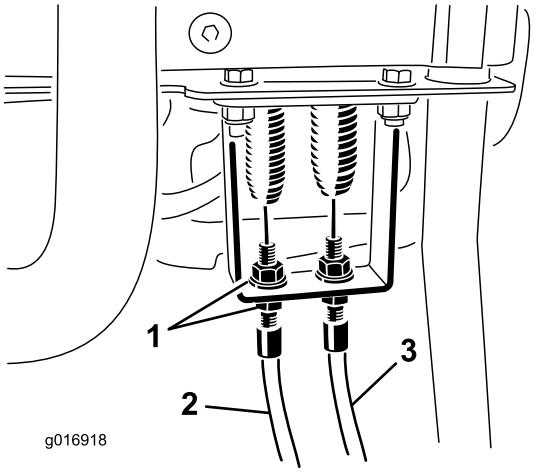
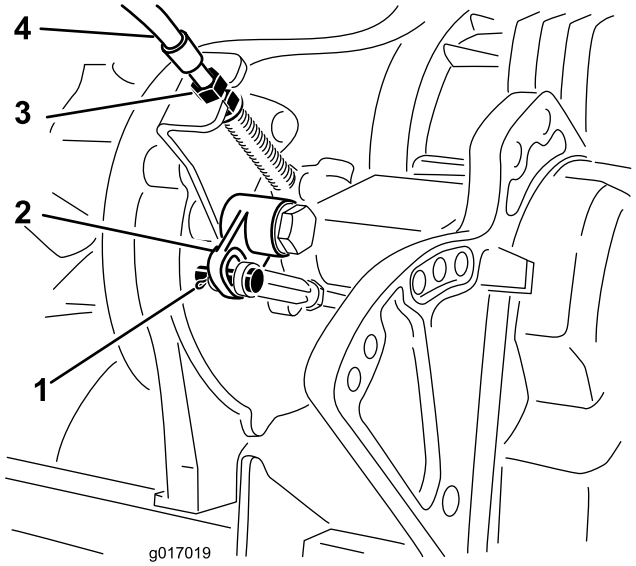

Figur 45
Figur 46
2. Kontroller for å se om det er slakk i trekkontrollkabelen ved strekkfjæren (Figur 45). Hvis det er slakk, kan du justere låsemutrene ved skilleveggen (Figur 46) til å fjerne slakken fra kabelen uten å forlenge fjæren.
4. Fjern hårnålssplintpinnen og splittpinnen som fester vinkelarmens stangsjakkel til vinkelarmspaken. Koble vuggetappen fra vinkelarmspaken (Figur 46).
7. Ved girskilleveggen (Figur 46) kan du justere kabelens låsemutter for å redusere avstanden til vinkelarmen for å understøtte den forrige endringen.
8. Ved å justere kabelen ved kontrollpanelets skillevegg kan du justere kabellåsemutrene for å fjerne eventuell slakk i kabelen uten å forlenge fjæren (Figur 45).
3. Ved skilleveggen for kontrollhåndtaket kan du løsne spolekontrollkabelen til det er slakk i kabelen (Figur 45).